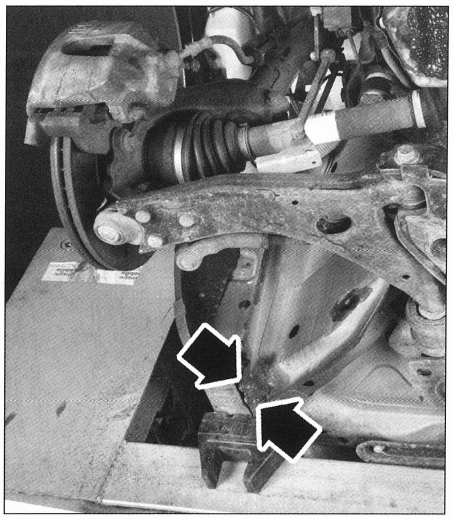

FIG. 18
- los dos tornillos **(fig. 18)**.